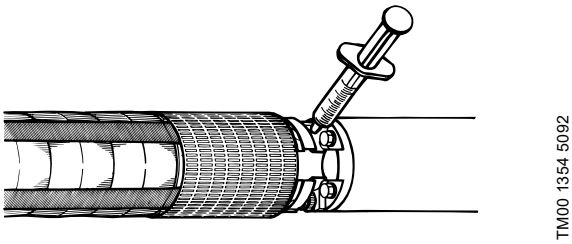

Рис. 10 Положение заправочного клапана
1. С помощью отвертки вытолкните фильтр, установленный перед клапаном в верхней части двигателя. Если в фильтре имеется шлиц, то такой фильтр следует вывернуть. Положение заправочного клапана приведено на рис. *Рис. 10*.
2. Прижмите наконечник заправочного шприца к клапану и заправьте электродвигатель охлаждающей жидкостью. См. рис. *Рис. 10*. При этом не следует надавливать шприцем на клапан с чрезмерным усилием, так как это может привести к повреждению и потере герметичности клапана.